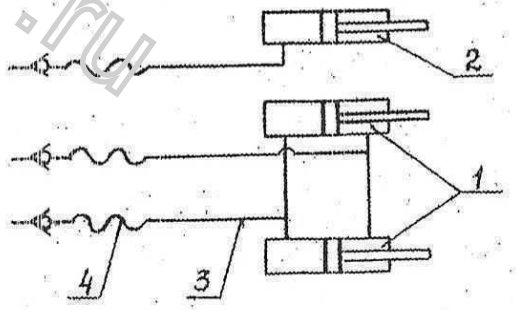

Рис. 4.7.
4.7.1 Гидросистема (рисунок 4.7) предназначена для открывания и закрывания задней камеры и перевода подборщика из рабочего положения в транспортное. Гидросистема состоит из двух гидроцилиндров 1 открывания и закрывания задней камеры, гидроцилиндра 2 подъема подборщика, трубопроводов 3 и рукавов высокого давления 4.